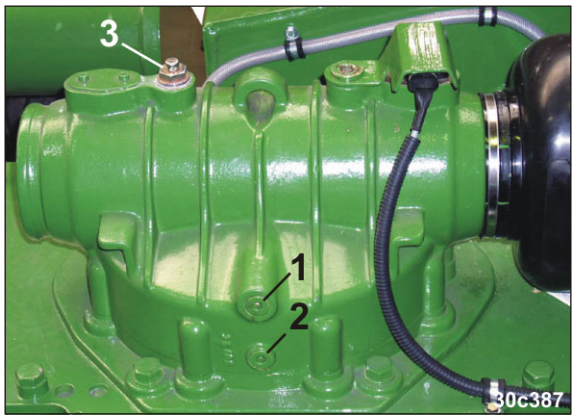

Fig. 235
2. Skru oliekontrolskruen (Fig. 235/1) ud.
2. Skru olieaftapningshanen (Fig. 235/2) ud.
5. Skru udluftningsskruen (Fig. 235/3) ud.
- Kontroller, at udluftningsskruen (Fig. 235/3) sidder korrekt.